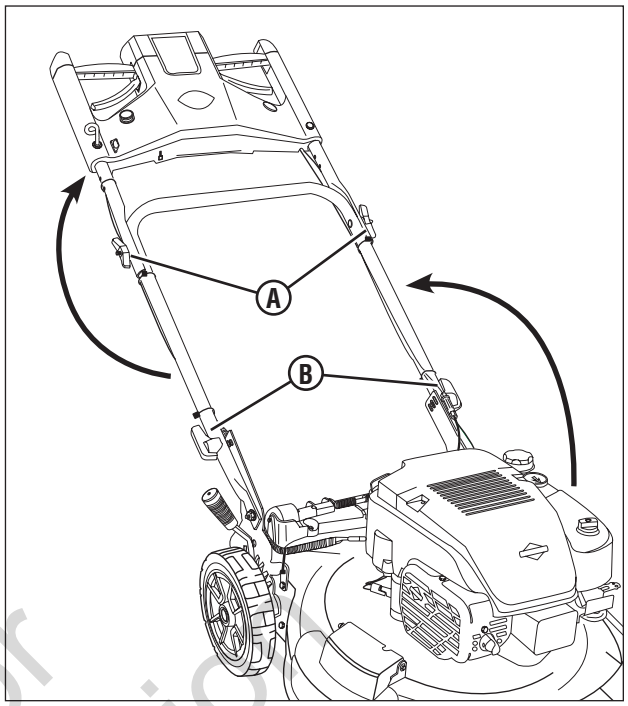

Figure 2 : Lever l'assemblage de poignées
1. Desserrez, mais sans les retirer, les boutons **(A, Figure 2)** des deux côtés de la poignée supérieure.